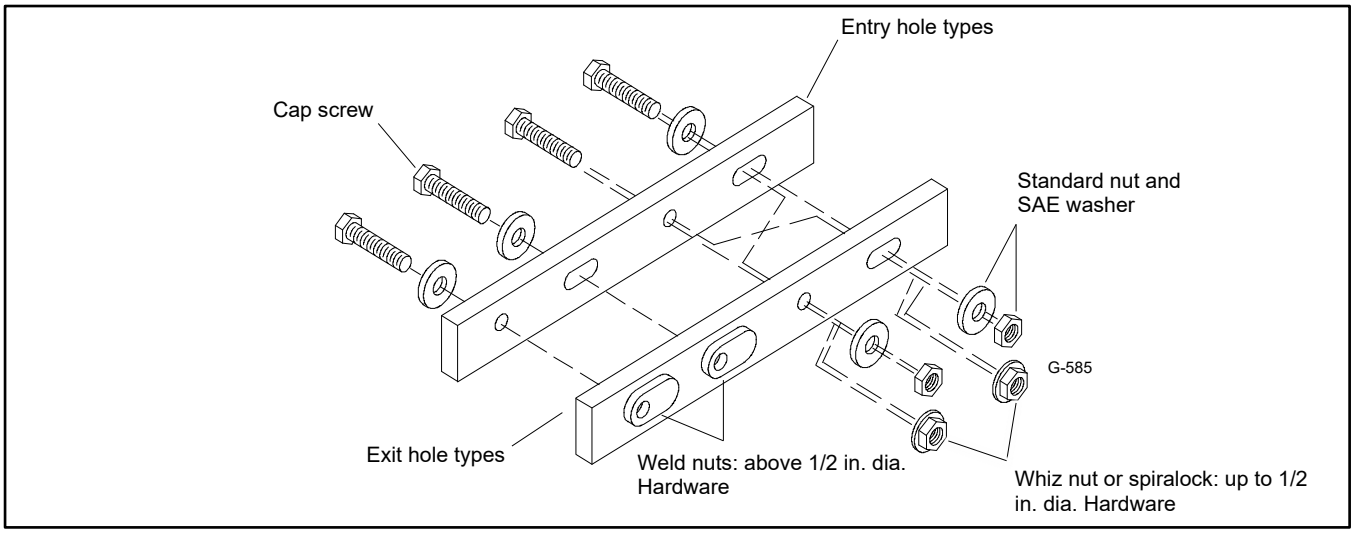

Figure 159 Acceptable Hardware Combinations
3. For round and slotted exit holes, determine if hardware is greater than 1/2 inch in diameter, or 1/2 inch in diameter or less. Hardware that is greater than 1/2 inch in diameter takes a standard nut and SAE washer. Hardware1/2 inch or less in diameter can take a properly torqued whiz nut or spiralock nut. See Figure 159.
5. Refer to Figure 159, which depicts the preceding hardware configuration possibilities.